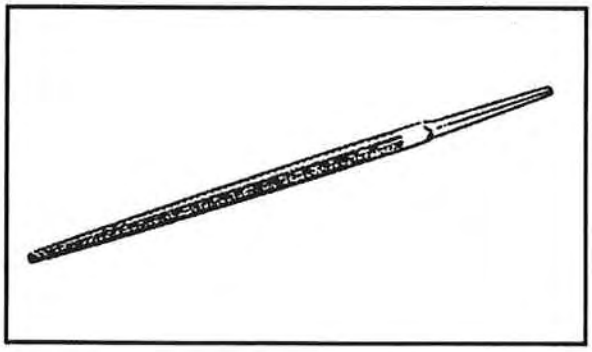

Figure 3-53. Round, or rattail, file
- Round, or rattail, files—mainly used for filing circular openings or concave surfaces (Figure 3-53). They are circular in cross section and may be either tapered or blunt, single-cut or double-cut.